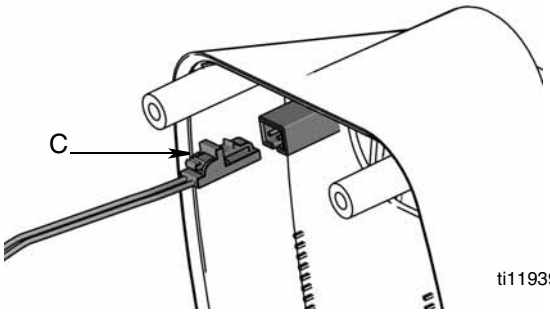

FIG. 33
5. Unsnap le fil solenoïde (C) (FIG. 33).